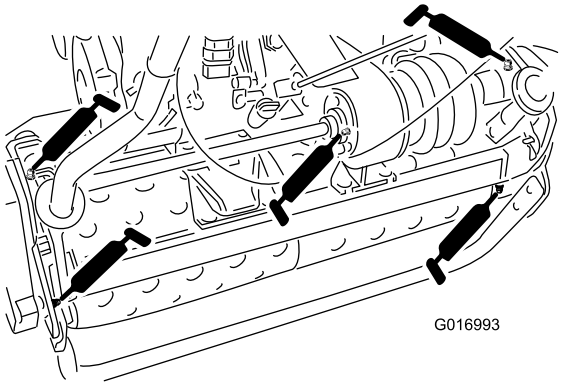

Figur 18
- Två på trumaxlarna (Figur 18)
- Tre på differentialen (Figur 18)